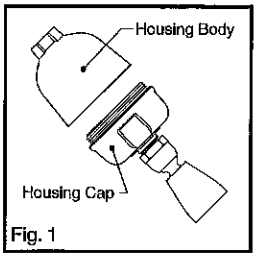

Fig. 1
1. Unscrew housing cap from housing body. (Fig. 1)